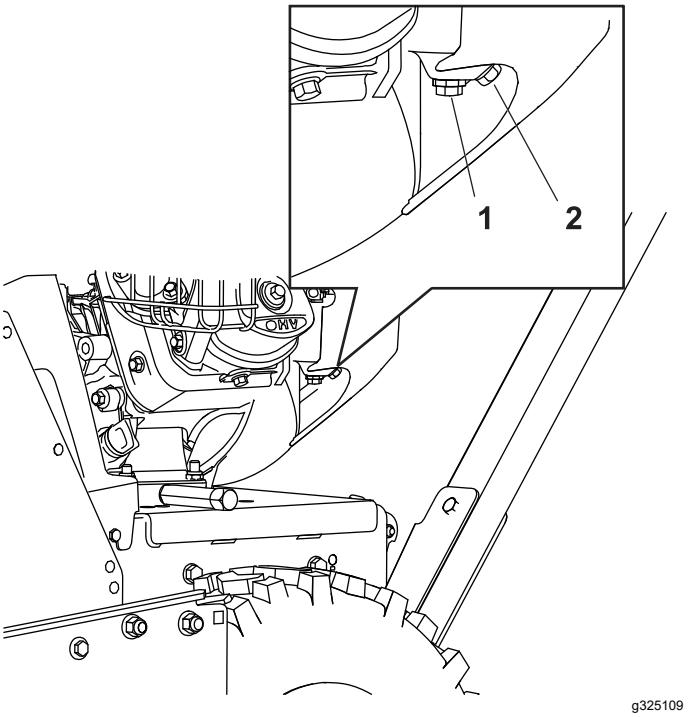

**Figur 31**
1. Find aftapningsskruen, der sidder i sideporten på karburatorbeholderen (Figur 31).